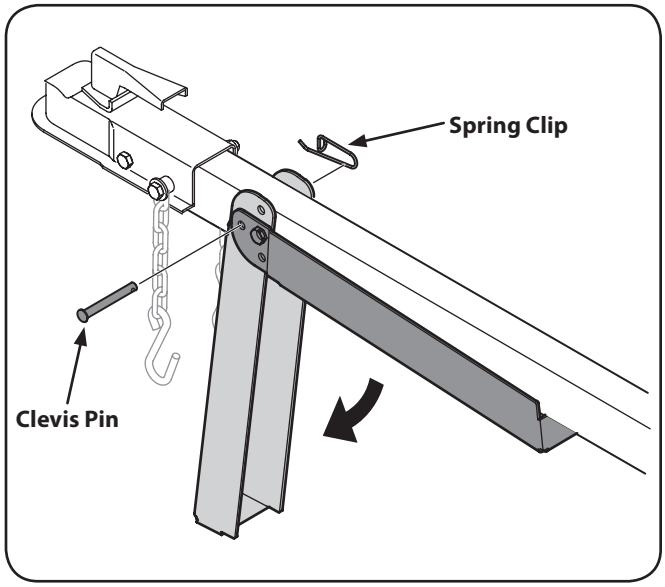

Figure 3-4
2. Secure the jack stand in position with the clevis pin and the spring clip. See. Fig. 3-4.